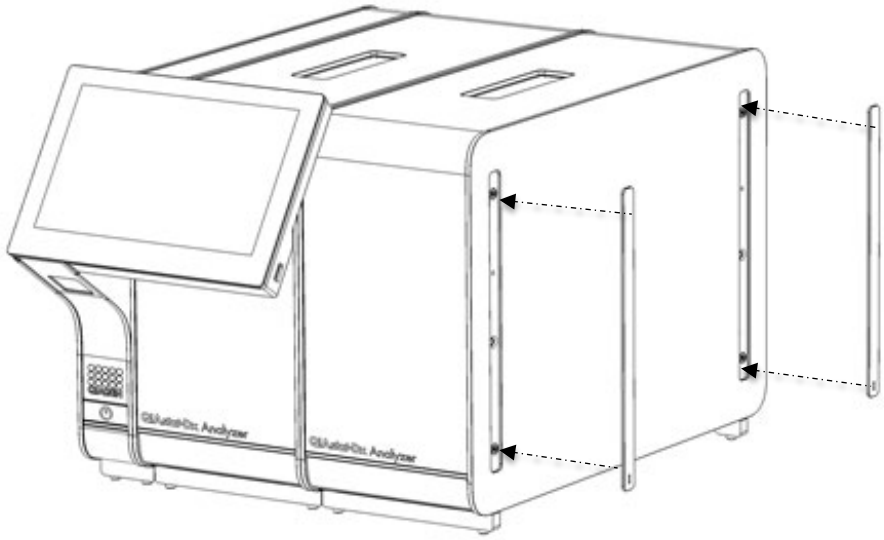

Figura 17. Recolocación de las tapas de protección en el módulo analítico adicional.
5. Vuelva a colocar las tapas de protección en la parte lateral del módulo analítico adicional (Figura 17).